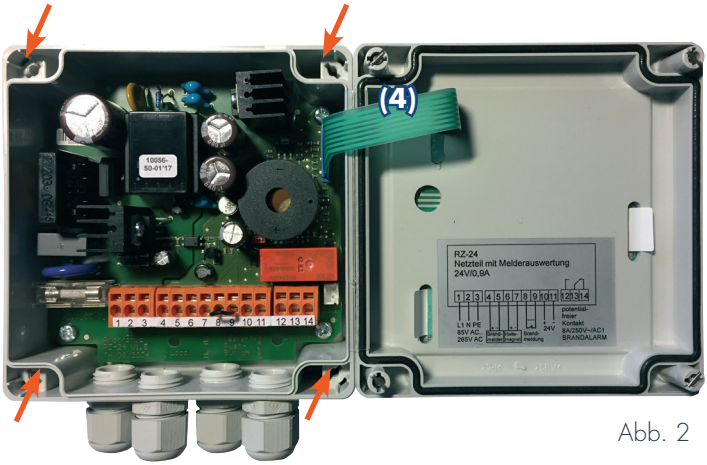

Abb. 2
ACHTUNG: Beim Öffnen darauf achten, dass zwischen Gehäuse und Deckel das Flachbandkabel (4) zur Folientastatur nicht beschädigt wird (siehe Abbildung 2 auf der folgenden Seite).
Zur Befestigung hat das Gehäuse 4 Bohrungen Ø 5 mm, die bei geöffnetem Deckel zugänglich sind (siehe Abb. 2 und 3).